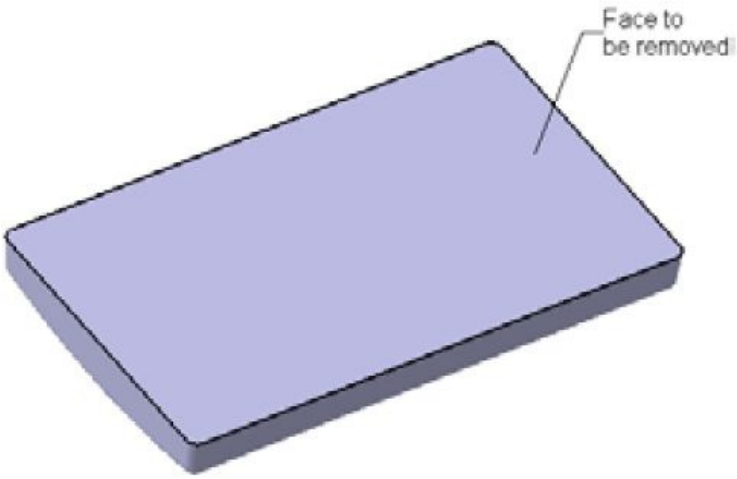

Figure 6-107 *Face to be removed*
e. Using the **Shell** tool, remove the bottom face of the model, refer to Figures 6-107 and 6-108.
2. Select the face to be removed, as shown in Figure 6-107, and set the value in the **Default inside thickness** spinner to **2**.